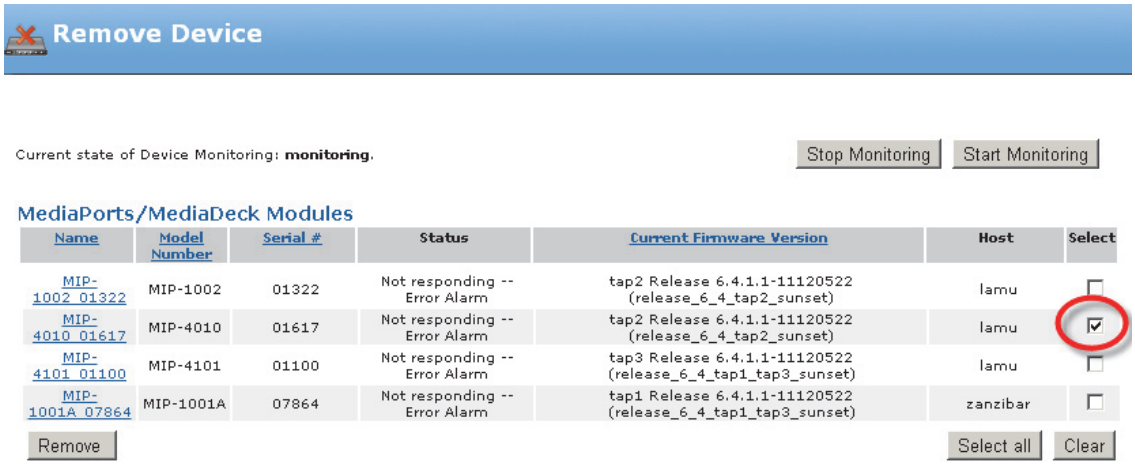

Figure 12–1: Remove Devices
2. In the left-hand column, click the **Remove Device** icon to display the **Remove Devices** page (see *Figure 12–1*).